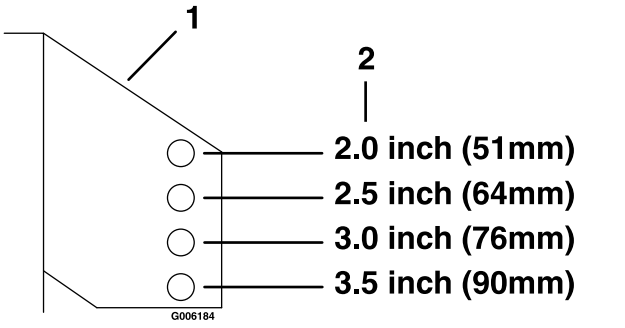

Figure 20
6. Adjust anti-scalp rollers for Normal Operating Conditions. Place rollers in one of the positions shown in Figure 20. Rollers will maintain 3/4 inches (19 mm) clearance to the ground to minimize gouging and roller wear or damage.